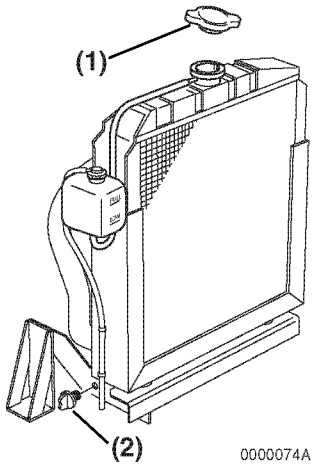

***Figure 19***
2. Remove the radiator cap **(Figure 19, (1))**.
3. Remove the drain plug or open the drain cock **(Figure 19, (2))** at the bottom of the radiator and drain the engine coolant.